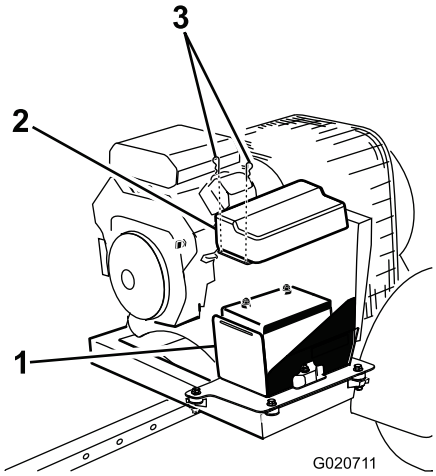

Figur 3
1. Ta bort klämmorna som håller fast batterikåpan på batterilådan (Figur 3). Ta av kåpan från lådan.